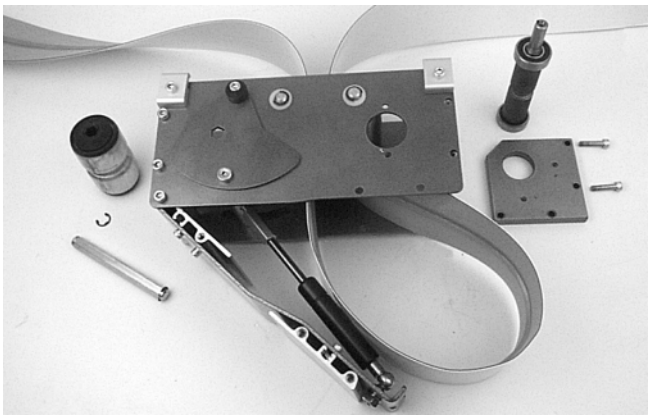

Abbildung 29
2. Bandschlaufe in das Antriebsmodul legen (Abbildung 29).